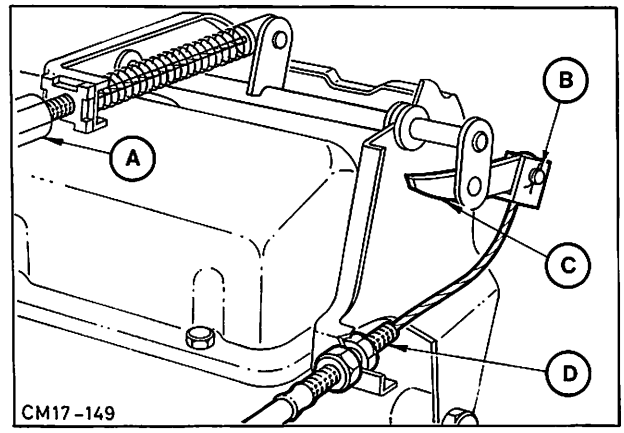

Abb. 34 Rückschaltseilzug (Kick-down) am Vergasergestänge
2. Umhüllung – Seilzug vom oberen Halter abbauen, dabei Einstellmutter vom Gewindestück abschrauben, Umhüllung ganz zurückziehen und Seilzug aus der Schlitzöffnung am Halter aushängen. Abb. 34 (Vergasermotor gezeigt).